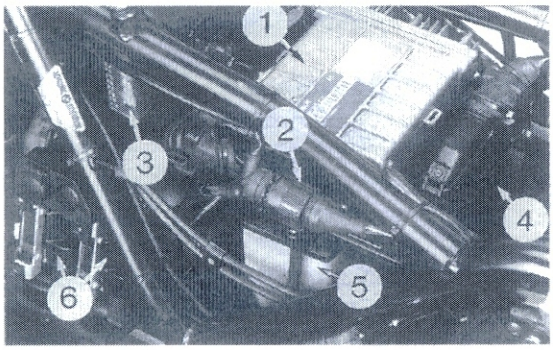

Bild 112
- Auspuffanlage ausbauen: Lambdasondenstecker ② Bild 112 trennen und Kabel freilegen. Falls defekt, Lambdasonde (Bild 151 Seite 65) am Sechskant ausdrehen.